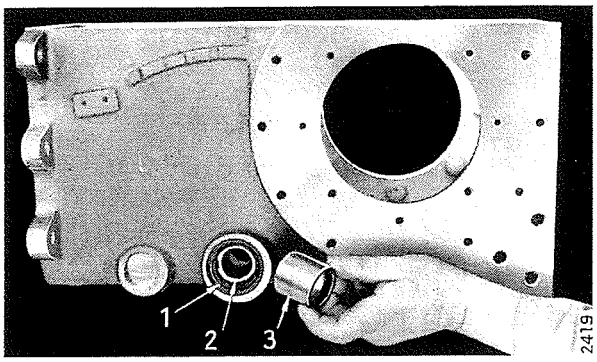

Bild 378
Weist der Dichtring (1), Bild 378, Abnutzungserscheinungen auf, diesen ebenso auswechseln.
Wurden die Schaltbüchse und die Zapfwellenkupplung ausgebaut, beim Einsetzen der Schaltbüchse die Montagehülse Nr. 50 verwenden (3), Bild 378.
Öldichtring (1), Bild 378, in das Getriebegehäuse einsetzen, Montagehülse (3) in den Öldichtring (1) einführen, Schaltbüchse (2) von innen in die Montagehülse einsetzen und mit der Montagehülse durchschieben.